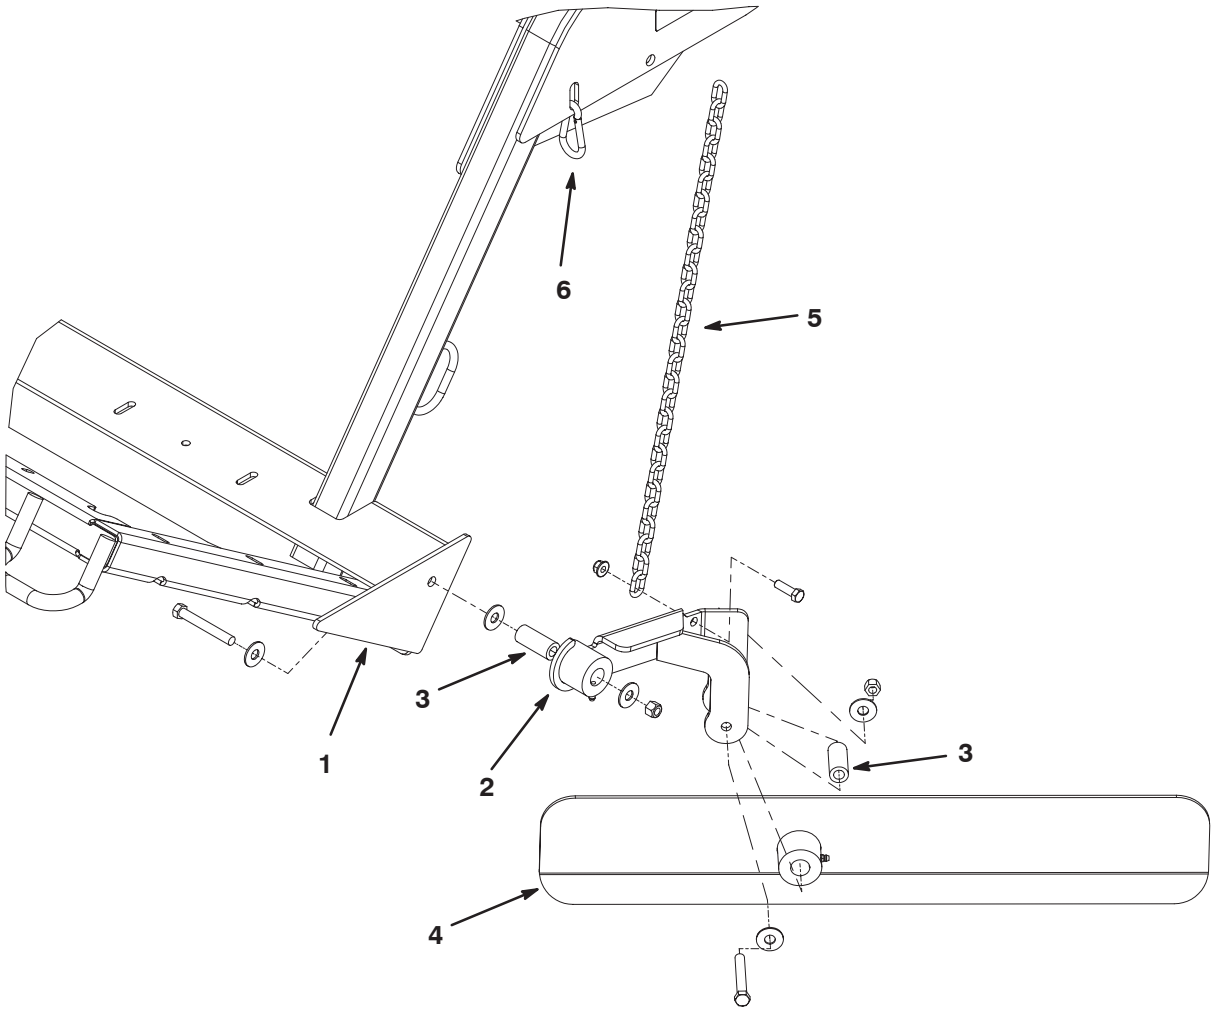

Figure 27
1. Fixez l'ensemble montage des lames au côté gauche du châssis de la balayeuse au moyen d'une vis 7/16 x 3–14 pouce, de (3) rondelles plates, d'une entretoise et d'un contre-écrou. Positionnez les composants comme illustré à la Figure 27.
2. Fixez la lame pour andains à l'ensemble montage au moyen d'une vis 7/16 x 3–14 pouce, de (2) rondelles plates, d'une entretoise et d'un contre-écrou. Assemblez les composants comme illustré à la Figure 27. L'extrémité la plus longue de la lame doit être positionnée à l'opposé de la balayeuse.
3. Fixez la chaîne sur l'ensemble montage de la lame au moyen d'une vis 3/8 x 1–1/4 pouce et d'un écrou (Fig. 27).
4. Accrochez l'autre extrémité de la chaîne dans la fente du châssis au moyen du mousqueton (Fig. 27). La chaîne ne doit pas être complètement tendue une fois accouplée.